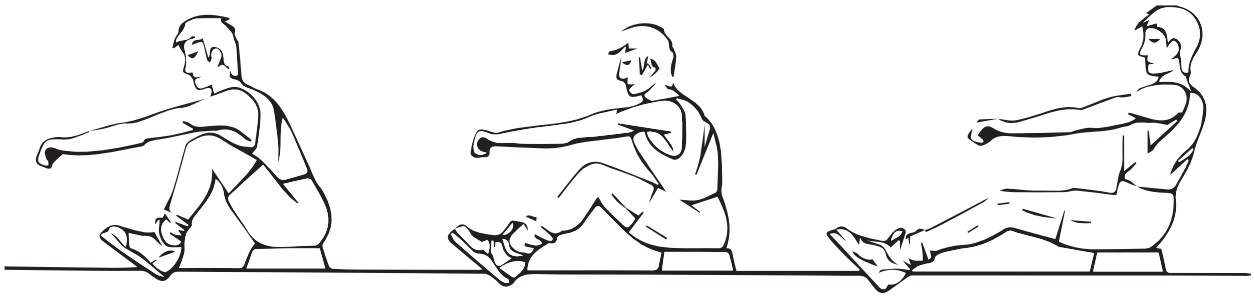

Fig. 7 Fig. 8 Fig. 9
- Con la espalda recta y los brazos extendidos, doble las piernas hasta alcanzar el manillar (fig. 7.).